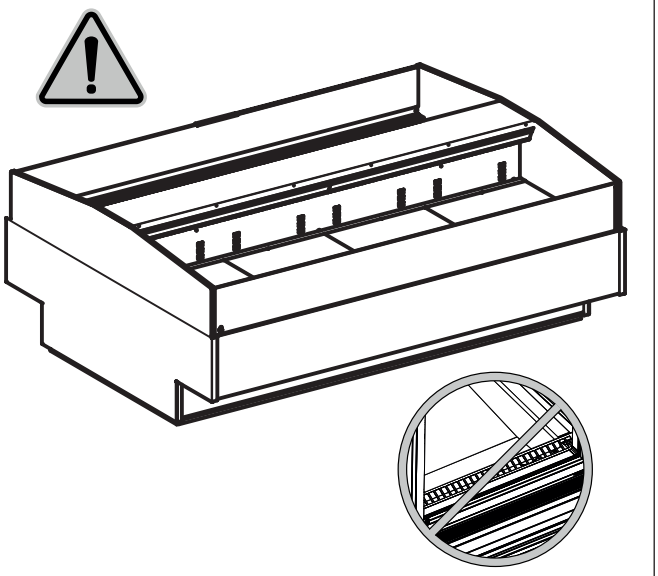

Fig. 44
- La merce non ostruisca il corretto flusso d'aria refrigerata ("Fig. 44")